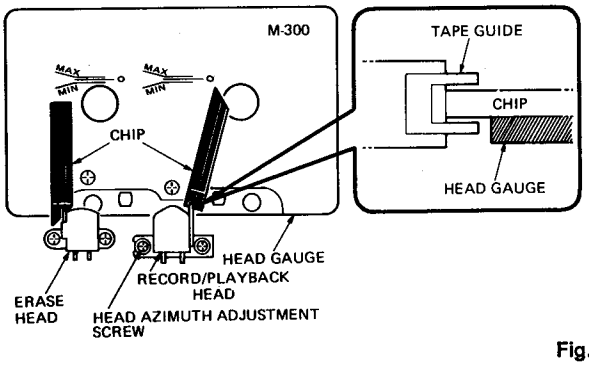

Fig. 1
b) Set the unit in the playback mode and place the adjustment chip on the head gauge as shown in the Fig. 1.